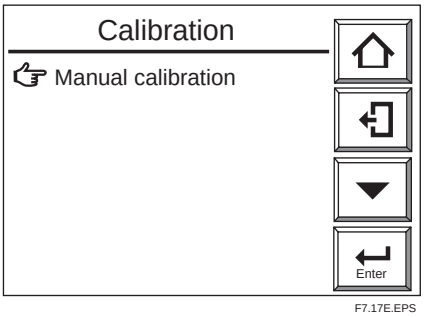

Figure 7.17 Calibration Display
(1) Press the Setup key in the basic panel display to display the Execution/Setup display. Then select Calibration in the Execution/Setup display. In doing so, the Calibration display as in Figure 7.17 appears.